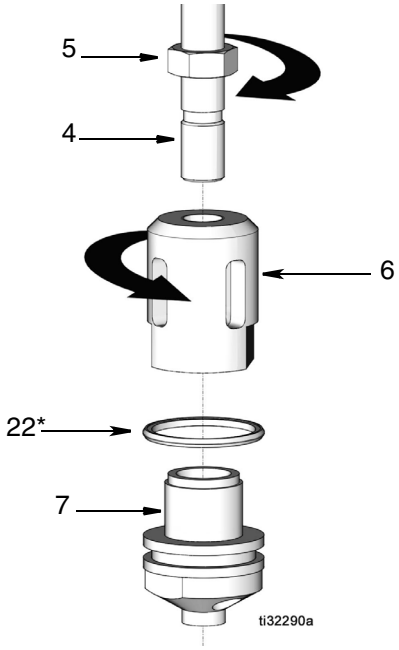

Рис. 14
4. Замените уплотнение поршня (22*) на поршне корпуса клапана (7) (Рис. 14).
5. Вкрутите соединительный стержень (4) в корпус клапана (6) и отрегулируйте ход шара согласно инструкции в разделе **«Регулировка обратного клапана»** на стр. 13 Затяните гайку (5) с усилием 60 футофунтов (81,35 Н•м) (Рис. 14).